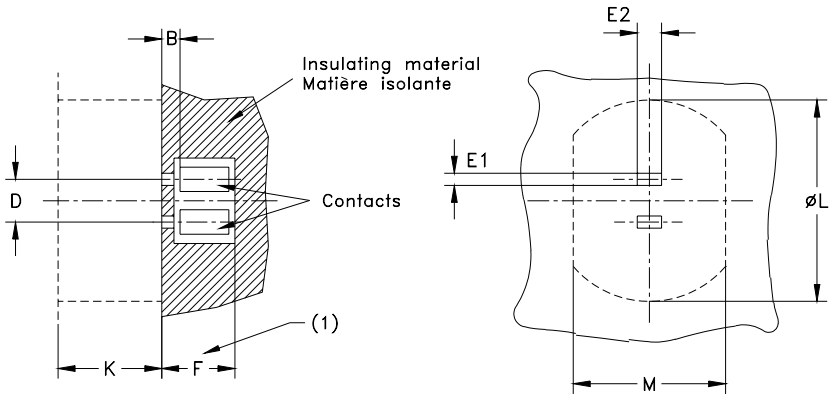

Fig. 2 CONTACT ASSEMBLY WITH PARALLEL SLIDE-IN GROOVES
La construction représentée à la figure 2 est de cette catégorie (Voir la CEI 60357).
(1) Entire base pin length provided for, in case base dimension J equals zero.
(2) Lead-in angle or radius recommended.
(3) For design purposes, dimension ½E provides minimum length grooves below the horizontal centre line.
(4) Dimension Bmax controls the positioning of the contacts so that there is sufficient contact length available to engage the shortest base pins. In case the front of a connector or contact assembly is not a flat surface, the lampholder "Go" gauge shall be used to define the front from where the B-dimension is defined. For connectors, surface Y of the gauge and for contact assemblies surface Z of the gauge is the reference surface. Bmin is determined in relation to the clearance for live parts test.
(5) Dimensions D, ½E and L of figure 2 are referenced to the horizontal centre line.
(1) Prévue pour toute la longueur de la broche du culot dans le cas où la dimension J du culot est nulle.
(2) Il est recommandé de prévoir un angle ou un rayon de guidage.
(3) Pour la construction, la dimension ½E correspond aux rainures de profondeur minimale au-dessous de l'axe horizontal.
(4) La dimension Bmax détermine la position des contacts, assurant une longueur de contact suffisante pour la broche la plus courte du culot. Lorsque la face avant du connecteur ou du dispositif de contact n'est pas une surface plane, le calibre ''entre'' de la douille doit être utilisé pour définir la face avant depuis laquelle le dimension B est spécifiée. Pour les connecteurs, la surface Y du calibre et pour les dispositifs d'assemblage la surface Z du calibre sont les surface de référence. La dimension Bmin est déterminée par la distance dans l'air, à vérifier pour les parties actives.
(5) Les dimensions D, ½E et L de la figure 2 sont mesurées par rapport à l'axe horizontal.